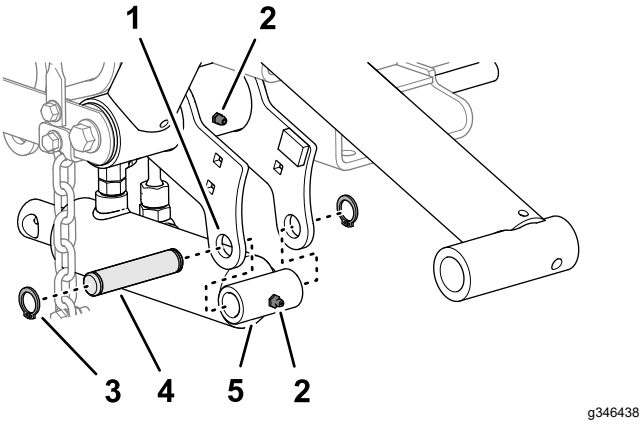

Rysunek 12
1. Ustaw siłownik podnoszenia stroną z zaślepką równo z otworami w kołnierzach lewego ramienia podnoszącego (Rysunek 12).
2. Zamontuj siłownik do kołnierzy za pomocą kołka montażowego i 2 pierścieni sprężynujących (Rysunek 12).
3. Wprowadź smar litowy nr 2 do smarowniczek ramienia podnoszącego i siłownika hydraulicznego (Rysunek 12).